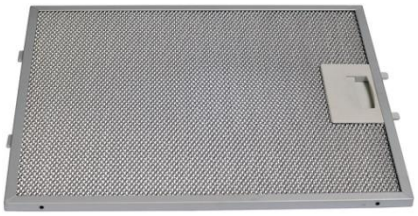

Рис. 2
2. Снимите алюминиевый жироулавливающий фильтр (рис. 2).
7. Установите жироулавливающий фильтр (рис. 2).
Для отсоединения алюминиевого фильтра (рис. 2) следует нажать на пружинный замок на фильтре и вынуть его. Установка фильтра производится в обратном порядке. Следует нажать на пружинный замок на фильтре и установить его на место, после чего замок отпустить.